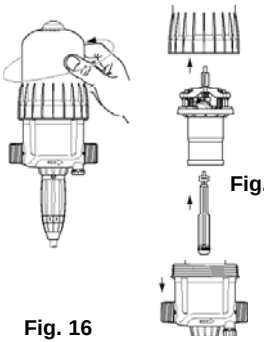

Fig. 16
- Svitare la campana a mano (**Fig. 16**) e toglierla.